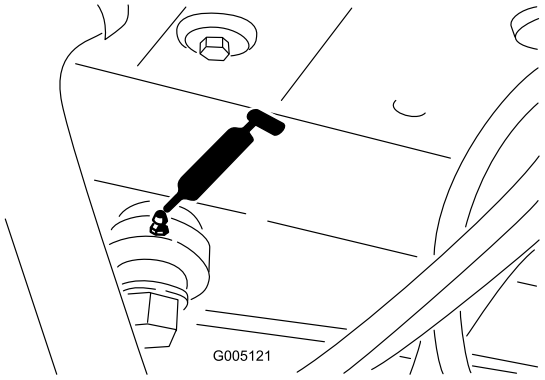

Figur 39
- Styretøjscylinderende (Figur 39)